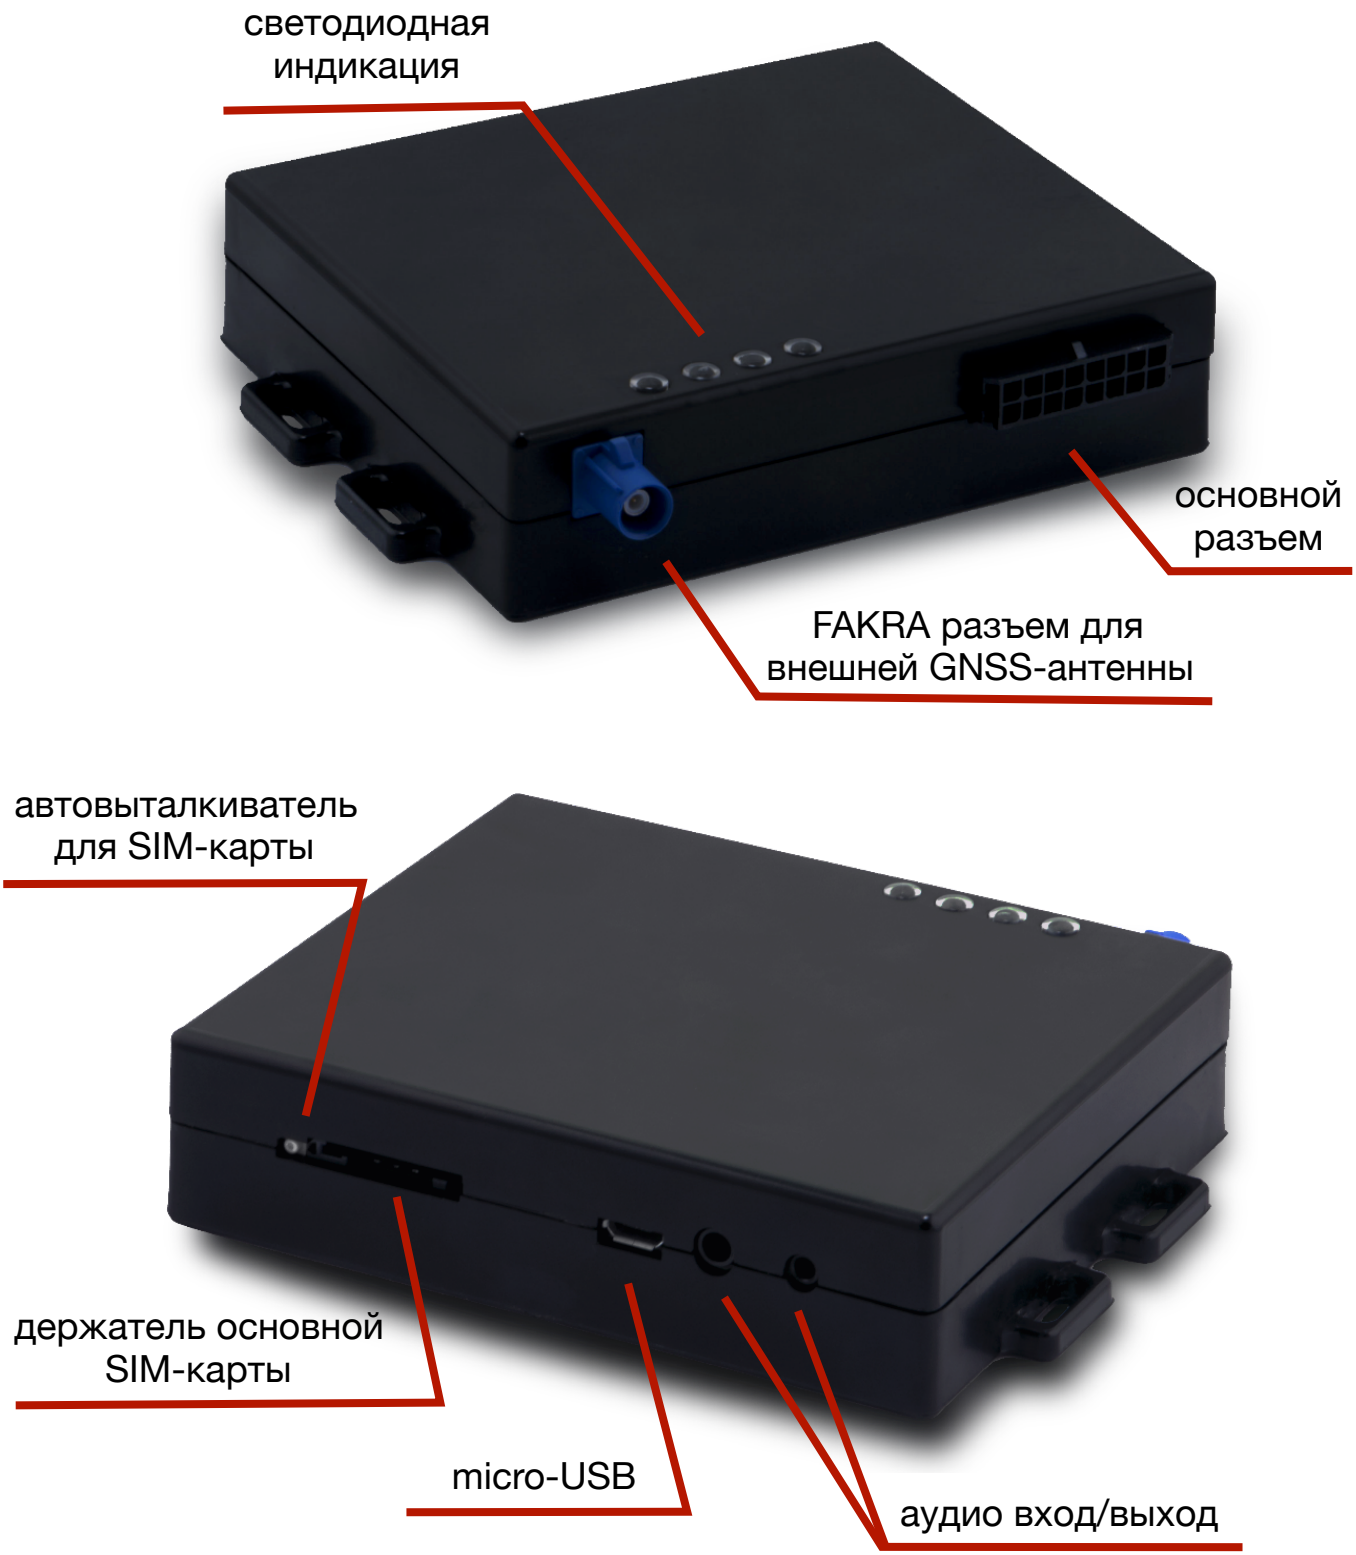
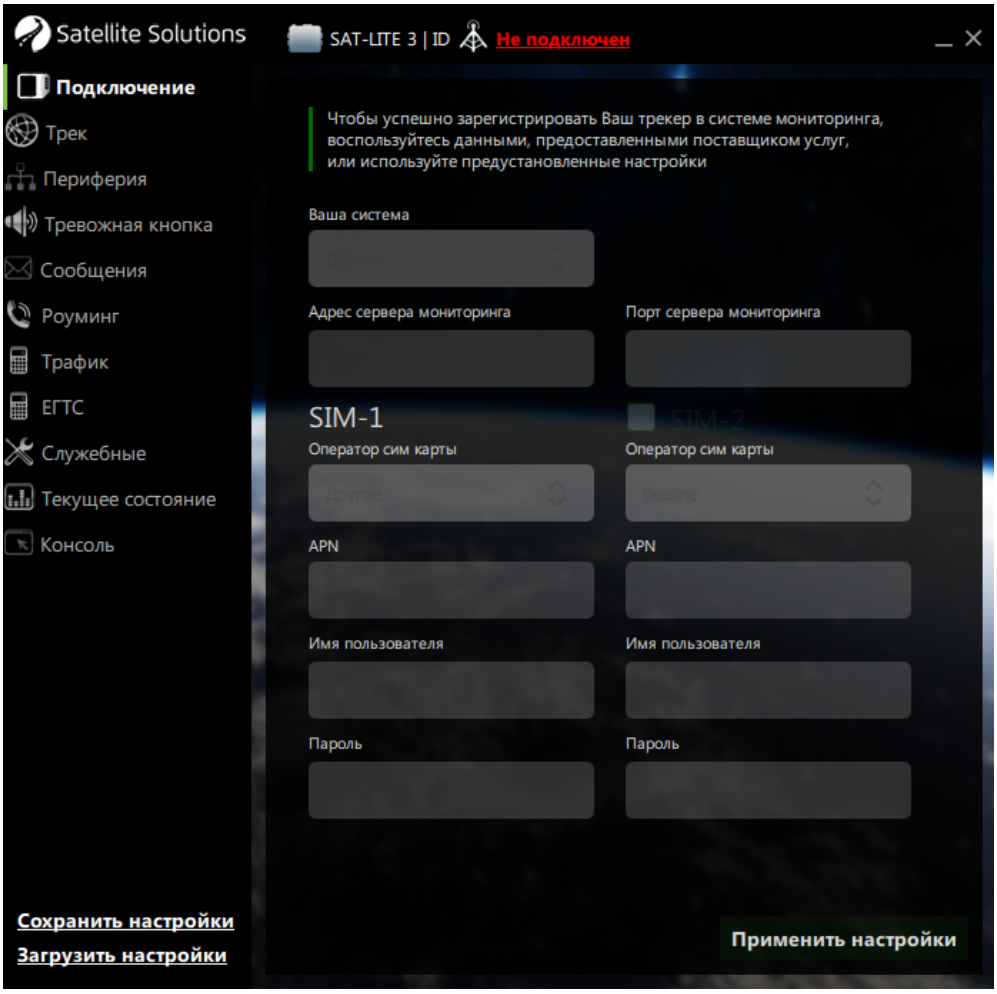
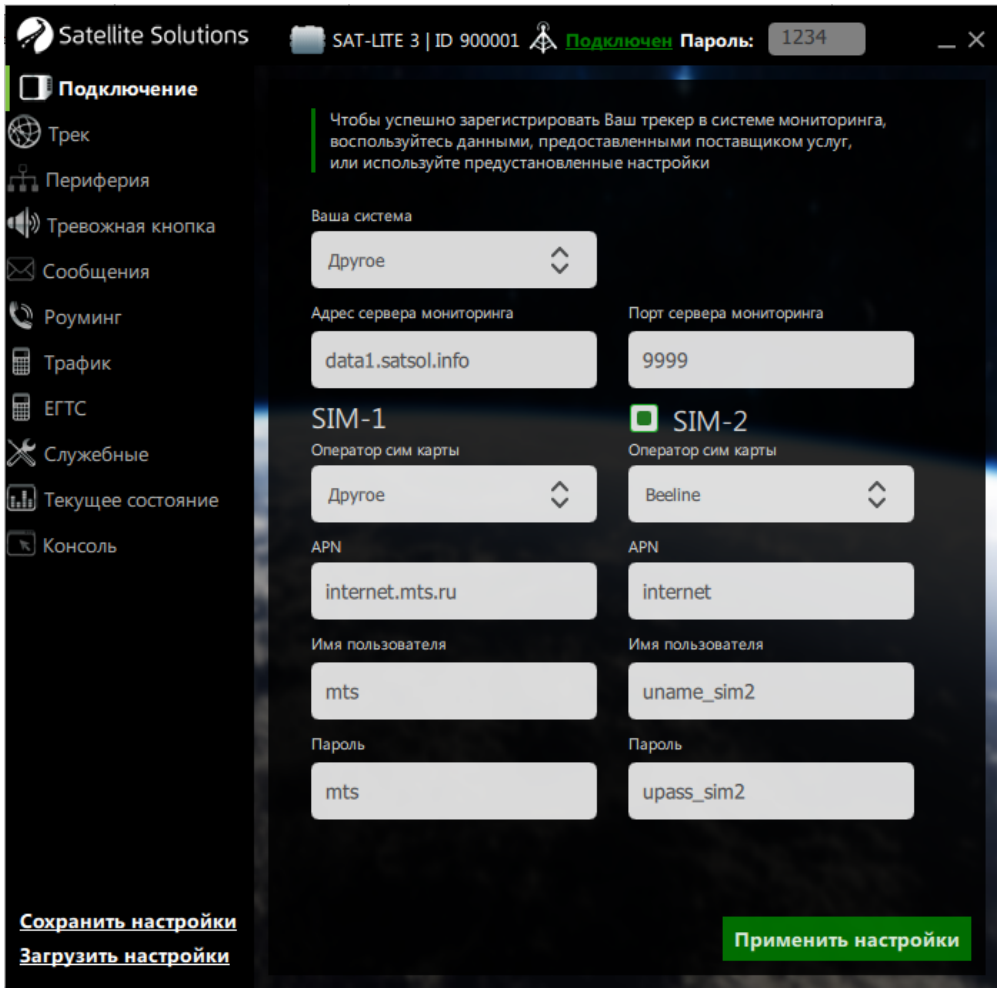

Рис.1. Внешний вид устройства
Рис. 6. Главное окно Конфигуратора
Рис. 8. Главное окно Конфигуратора при подключении Трекера
- извлечь лоток SIM-держателя, утопив кнопку автовыталкивателя (см. рис. 1) с помощью тонкого предмета (например, канцелярской скрепки);
Данная модель Трекера имеет в своем составе встроенную GNSS-антенну, однако для повышения качестве приема сигналов от спутников систем GPS и ГЛОНАСС может быть использована внешняя GNSS-антенна. Для подключения внешней GNSS-антенны используется разъем типа FAKRA (см. рис. 1). Переключение между внутренней и внешней GNSS-антенной осуществляется автоматически.
Для индикации текущего состояния Трекера используется 4 светодиодных индикатора (см. рис. 1). Перечень возможных состояний Трекера с указанием способа индикации приведен в табл. 2. Более подробная информация о текущем состоянии Трекера может получена при подключении Трекера к ПК.
Локальная настройка Трекера подразумевает подключение Трекера к ПК с помощью USB кабеля (см. рис. 1) и настройку с использованием программы-конфигуратора (далее по тексту – Конфигуратор), внешний вид которой показан на рис. 6.
Перед началом работы с Конфигуратором необходимо подключить Трекер к ПК. Для этого необходимо подать внешнее питание на Трекер (см. раздел 4.2) и подключить Трекер к ПК с помощью USB-кабеля (см. рис. 1). При правильном подключении Конфигуратор автоматически определит Трекер, а главное окно примет вид, показанный на рис. 8.
После изменения всех необходимых настроек необходимо нажать кнопку “Применить настройки” в правом нижнем углу главного окна Конфигуратора (см. рис. 8), при этом все изменения будут применены к Трекеру и сохранены в энергонезависимую память Трекера для дальнейшего использования.
Главное окно Конфигуратора для данного раздела показано на рис. 8.